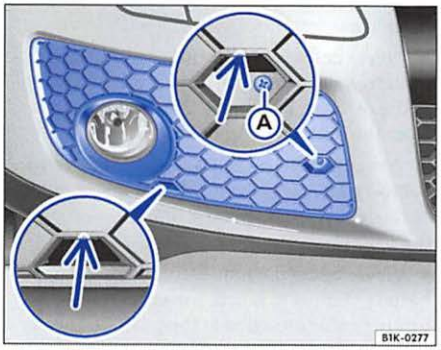

Fig. 45 In the right front bumper: removing the cover
– Remove the Philips head screw ⇒ fig. 45 Ⓐ